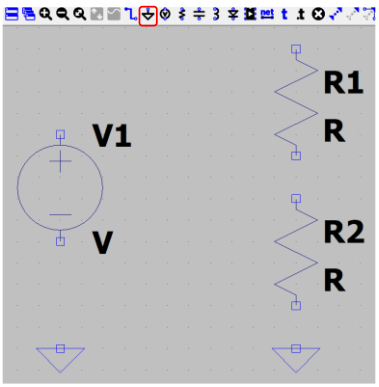

*Figura 8. Seleccionar el componente **ground** y llevarlo al esquemático*
c) **Agregue nodo de referencia**: de un click sobre el componente **Ground (G)** en la barra de herramientas como se muestra en la Figura 8. También se puede presionar la tecla **'G'** para activar el componente **Ground**. Ubique la referencia, así como lo hizo con los resistores, tal y como se muestra en la Figura 8.